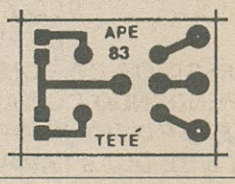

Fig. 2
- FIG. 2 - *LAY OUT* DO CIRCUITO IMPRESSO ESPECÍFICO - Uma *merrequinha*, podendo o fenolite virgem ser aproveitado de qualquer sobra, de qualquer pequena tira que tenha restado do recorte de alguma placa maior anterior-mente confeccionada... A figura mostra, em tamanho natural, o padrão ultra-simples e pequeno das ilhas e pistas cobreadas, num arranjozinho simétrico de facílima realização, cópia e traçagem (seja feita com tinta ou com decalques ácido-resistentes apropriados...). Mesmo sendo tão simples e elementar, contudo, devido ao fato do circuitinho ter que trabalhar - no uso real - acoplado às elevadas tensões da rede C.A. local, lembramos da importância de uma cuidadosa verificação final, após a corrosão e limpeza, na busca de eventuais pequenos *curtos* que tenham sobrado, e que podem *fazer fumaça subir* assim que o conjunto seja acoplado a uma tomada para teste...!